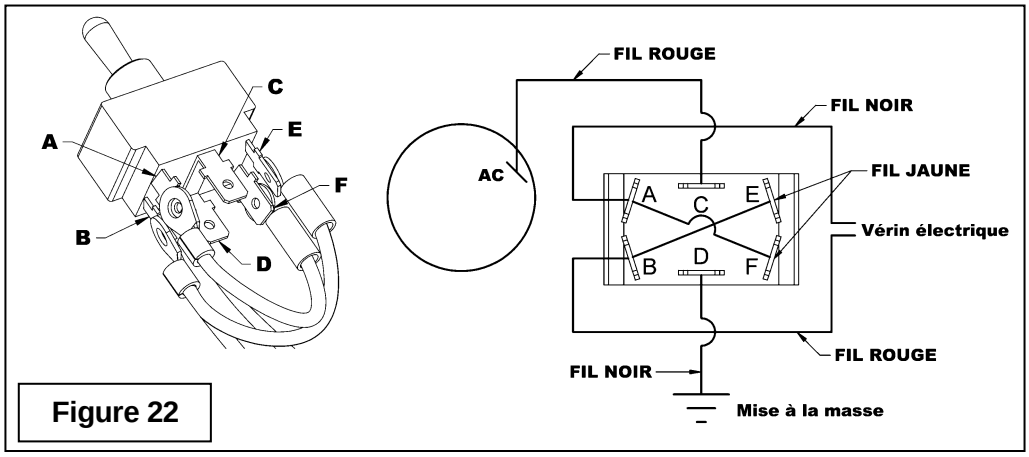

Figure 22
6. **Figure 22:** Connecter les deux ensembles de fils sur l'interrupteur tel qu'illustré en branchant le fil rouge à la lame "B" et le fil jaune assemblé au fil rouge à la lame "E". Brancher ensuite le fil noir à la lame "A" et le fil jaune à la lame "F".
7. **Figure 22:** Connecter les deux fils restants, le fil rouge sur la lame "C" et le fil noir sur la lame "D".